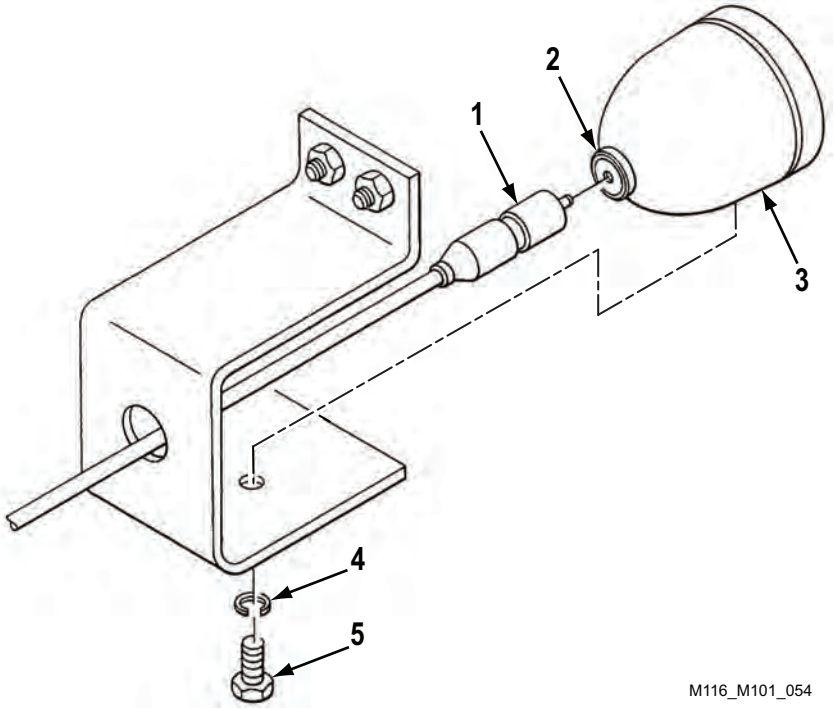

Figure 2. Blackout Stoplight Removal.
1. Disconnect connector (Figure 2, Item 1) from connector (Figure 2, Item 2) in blackout stoplight (Figure 2, Item 3).
2. Remove bolt (Figure 2, Item 5), lockwasher (Figure 2, Item 4), and blackout stoplight (Figure 2, Item 3). Discard lockwasher (Figure 2, Item 4).